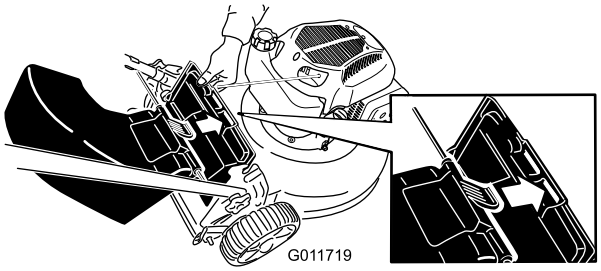

Figure 17
3. Insérez la languette du déflecteur d'éjection arrière dans la fente droite du déflecteur arrière (Figure 17).